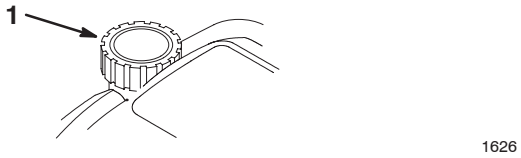

Figure 8
1. Clean around the fuel tank cap (Fig. 8).
2. Remove the fuel tank cap (Fig. 8).
3. Push in the primer 3 times, waiting one second between each push (Fig. 8).